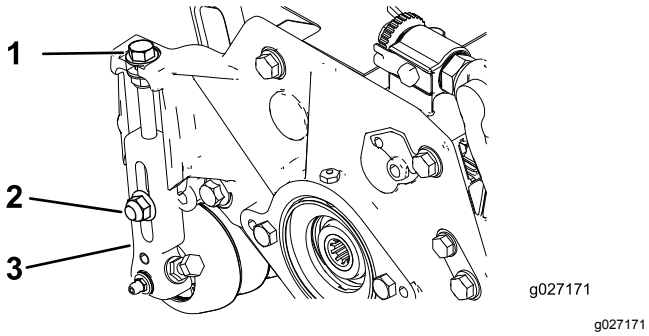

Figura 15
1. Afloje las contratuercas que fijan los brazos de altura de corte a las chapas laterales de la unidad de corte (Figura 15).